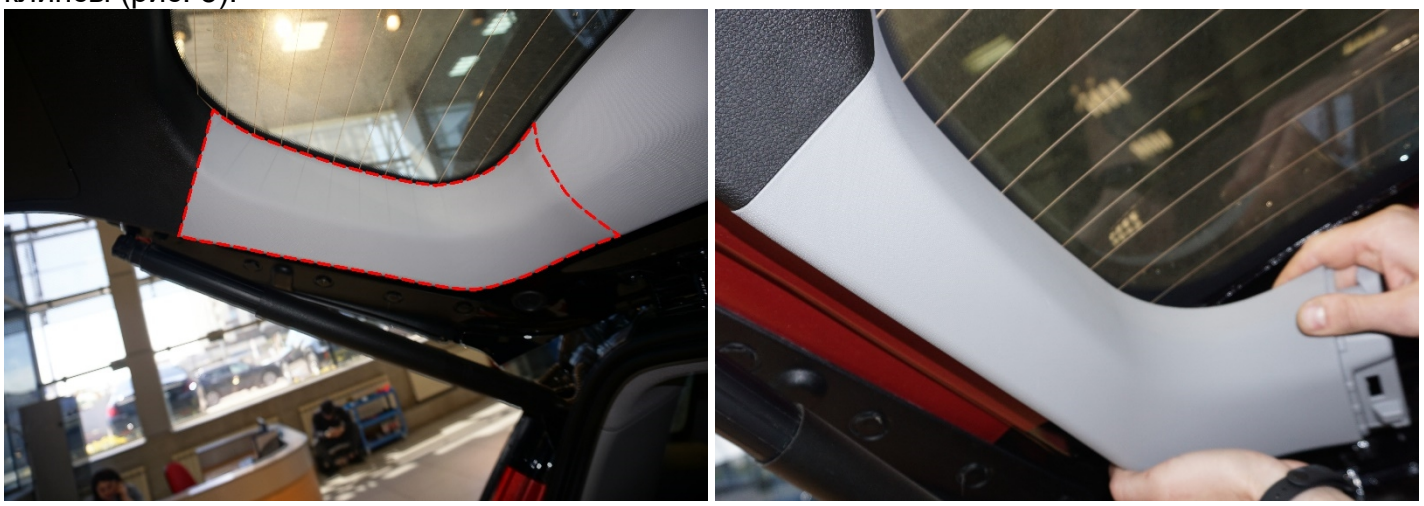

Рисунок 5 – Левая боковая накладка двери
3. Снять левую боковую накладку двери багажного отделения → потянуть на себя, отщелкнув клипсы (рис. 5).